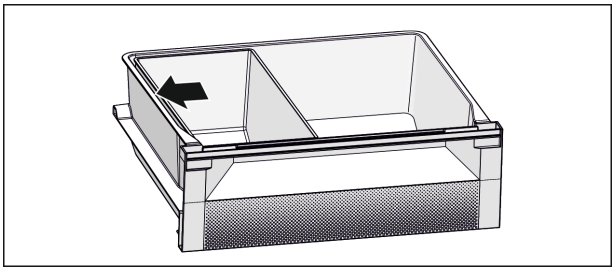

Fig. 7
- ▶ Pentru o funcție optimă de răcire: Poziționați separatorul Fish & Seafood conform figurii (vezi Fig. 7) .